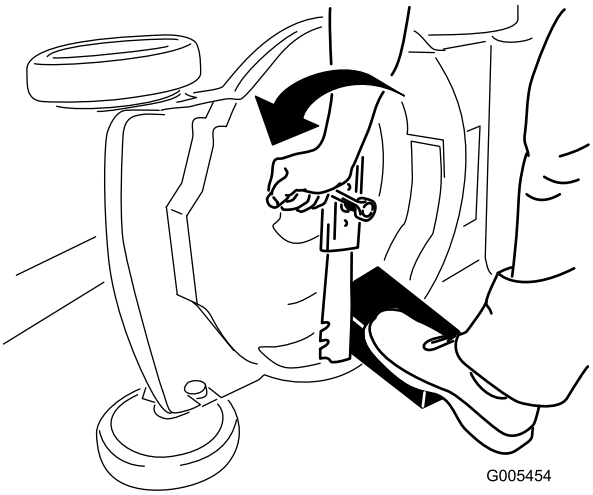

Figure 19
3. Immobilisez la lame avec un morceau de bois (Figure 19).
4. Déposez la lame mais ne jetez pas les fixations (Figure 19).